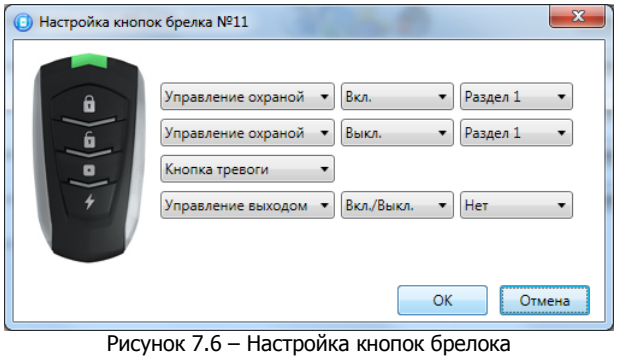

Рисунок 7.6 – Настройка кнопок брелока
4. Нажмите кнопку ОК, чтобы сохранить назначенные функции (см. рисунок 7.6).